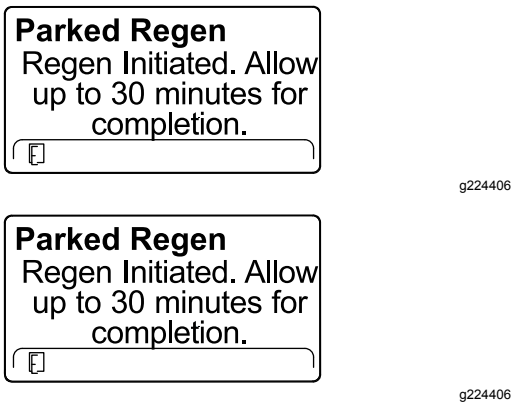

Figuur 56
6. Het InfoCenter toont hoe lang de regeneratie zal duren (Figuur 56).